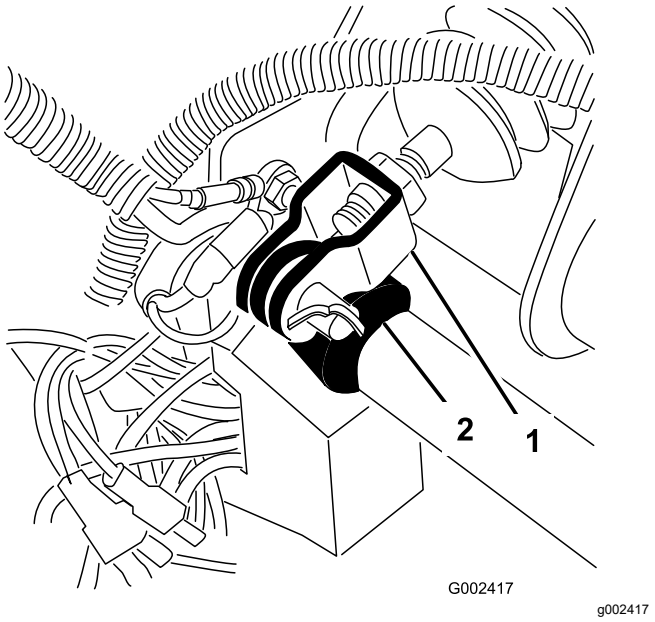

Figur 61
1. Fjern låseclipsen og gaffelbolten, som fastgør hovedcylindergaflen til bremsepedalens drejetap (Figur 61).